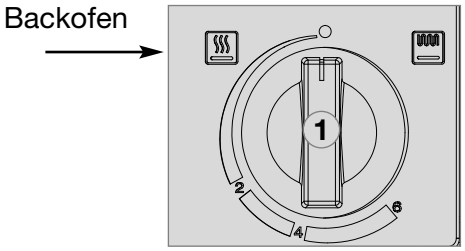

Abb. 47
- Stellen Sie den Bedienknopf **(1)** (Abb. 47) auf die Stellung „●“.